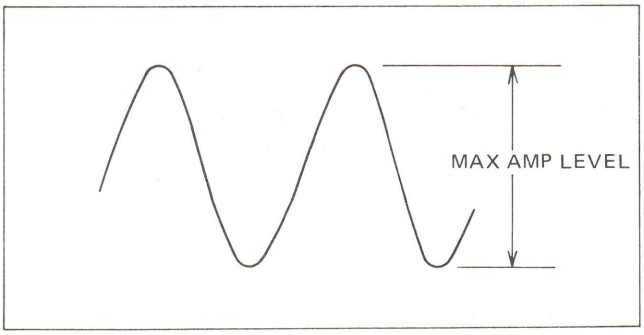

Fig. 1
3) Connect oscilloscope to CN6A pin 1 and observe waveform as in figure 1.